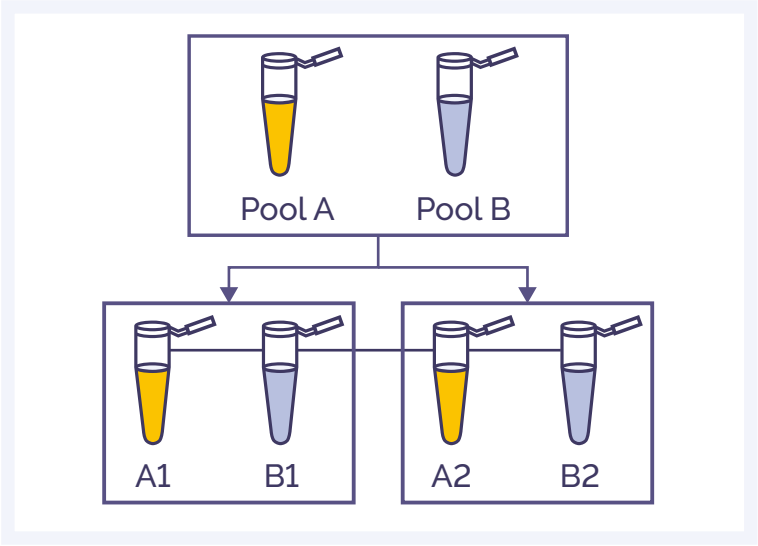

Figure 7: Post-capture PCR guide for 16 samples (2 pools). Duplicate reactions set up for each capture pool for a total of 4 PCRs.
8. Resuspend the bead slurry by pipette mixing up and down at least 10 times to ensure the beads are homogeneous. **Immediately** add **14 µl** of well-mixed bead slurry to each of the tubes prepared in step 6. Ensure two PCRs are performed for each pool (see Figure 7).